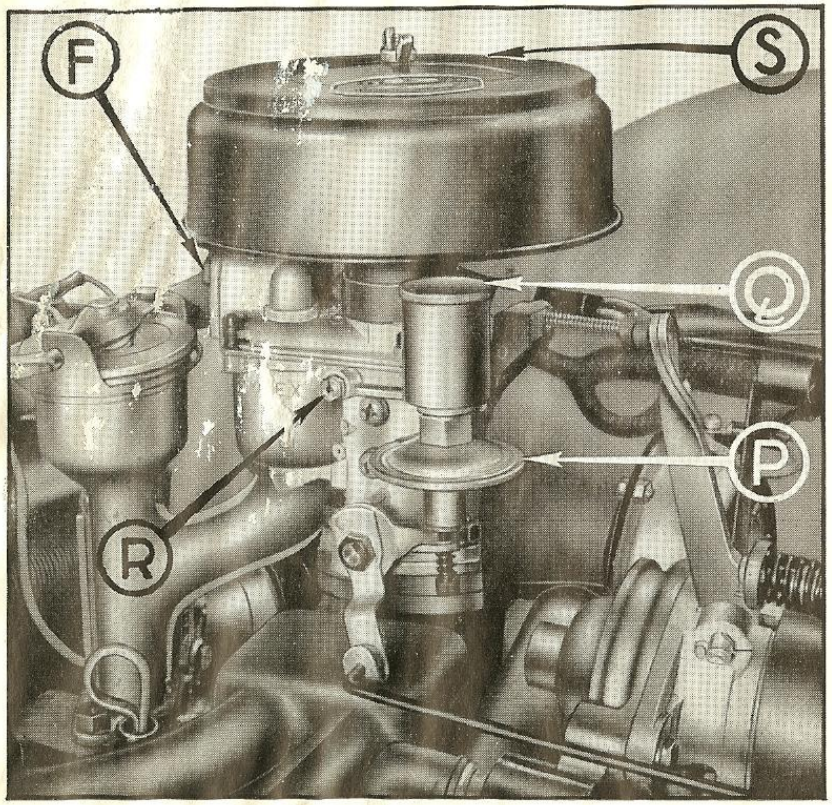

Afb. 9. — CARBURATEUR EN LUCHTFILTER
Afb. 9 geeft die plaatsen aan, waar zo nodig ingegrepen kan worden voor een reiniging : stationnaire sproeier (R) (1) en toevoerfilter (F).